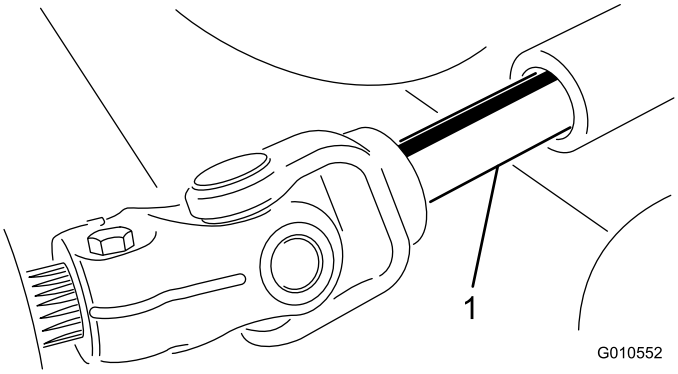

Bild 3
5. Stellen Sie den Motor ab und rollen das Mähwerk von der Zugmaschine weg, trennen Sie die Außen- und Innengewindeteile der Zapfwelle (Bild 3).